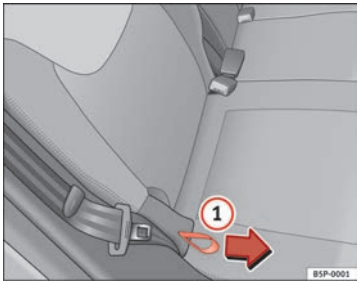

Fig. 97 Rear seat backrest angle adjustment
– Hold the backrest at the top. Pull the loop on the side of the seat ⇒ Fig. 97 (1) in the direction of the arrow and hold the loop in this position. Push the backrest to the required position and release the loop.